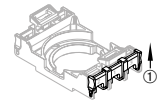

Fig. 3
2. Abrir el seguro de contacto (véase fig. 3)